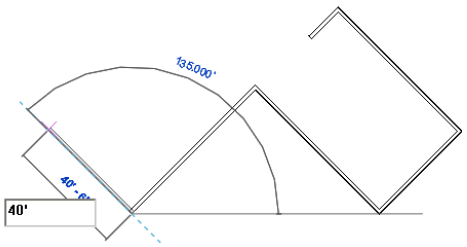

Figure 3-48 *Sketching the sixth inclined wall segment*
9. Next, create the connected wall segment of **40'(12192 mm)** length, as shown in Figure 3-48.